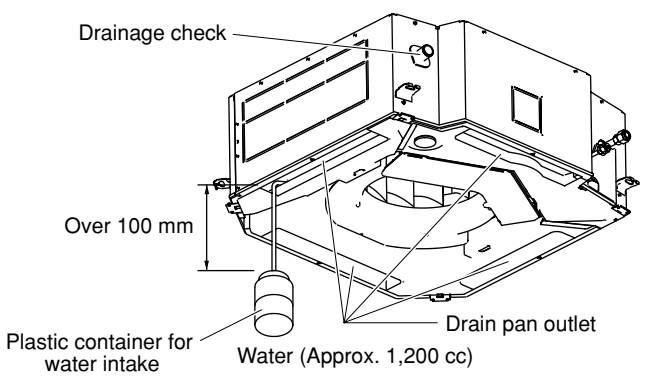

**Fig. 3-12**
(1) Connect power to the power terminal board (R, S terminals) inside the electrical component box.
(2) Slowly pour about 1,200 cc of water into the drain pan to check drainage. (Fig. 3-12)
(3) Short the check pin (CHK) on the indoor control board and operate the drain pump. Check the water flow through the transparent drain pipe and see if there is any leakage.
(4) When the check of drainage is complete, open the check pin (CHK) and remount the tube cover.